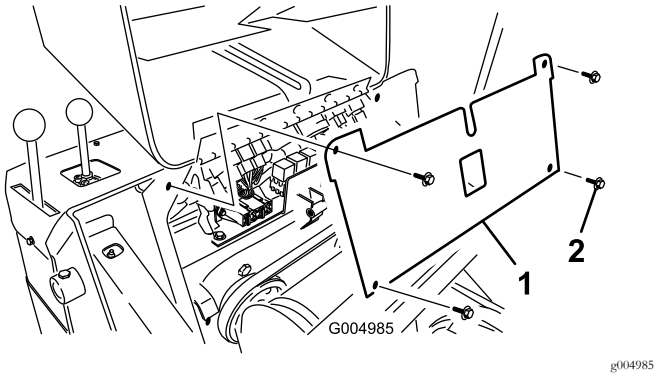

**Rysunek 45**
4. Odkręć 4 śruby mocujące pokrywę bezpieczników, a następnie pociągnij pokrywę do góry, aby ją zdjąć (Rysunek 45).